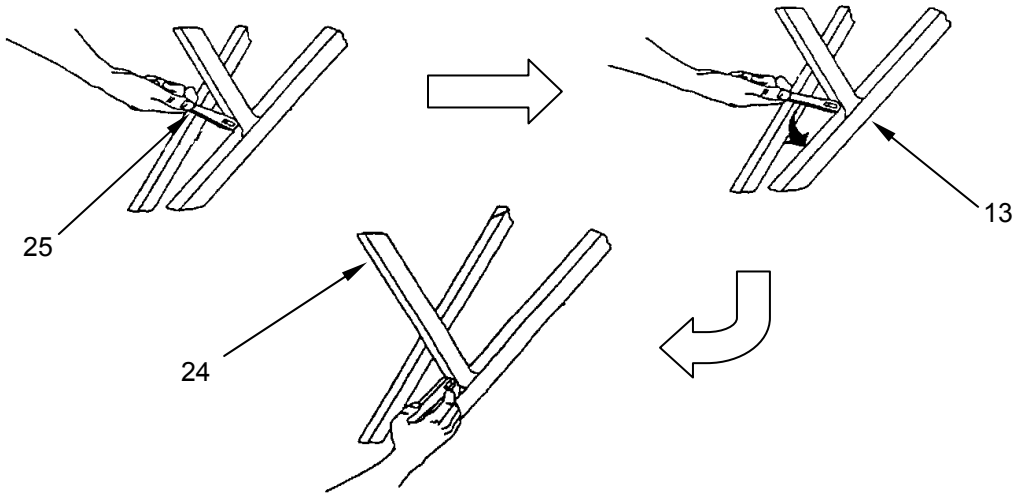

Figure 10. Purlin Assembly Diagonal Brace Detail.
10. Lock purlin diagonal brace **(Figure 10, Item 24)** by pressing brace shackle **(Figure 10, Item 25)** down towards arch assembly **(Figure 10, Item 13)** until it is secure.
11. Install remaining purlin diagonal brace **(Figure 10, Item 24)** repeating steps 7 through 10 above.